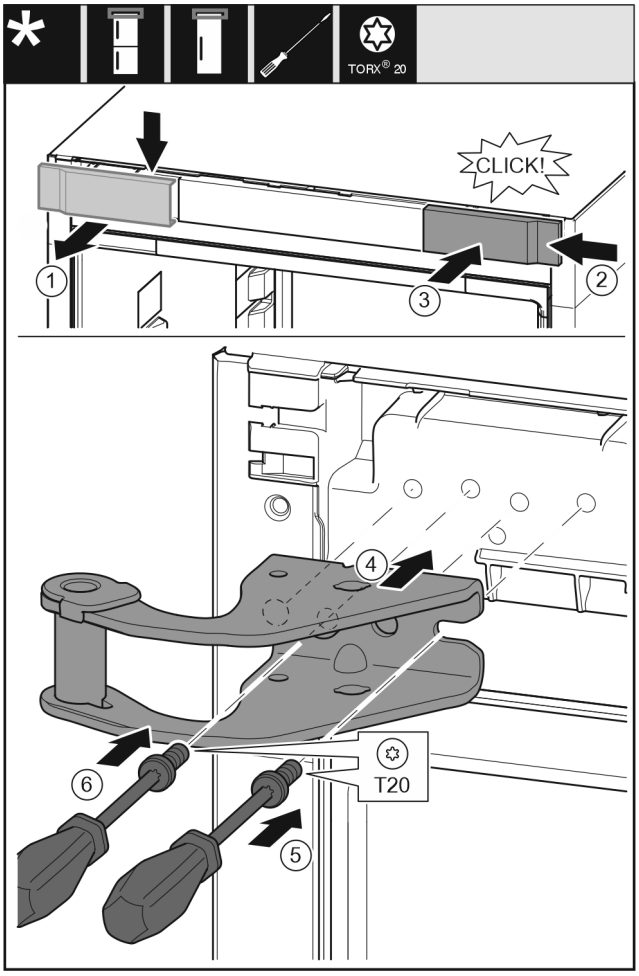

Fig. 14
▶ Abdeckung von oben nach vorne abnehmen. *Fig. 14 (1)*
▶ Abdeckung um 180° gedreht auf der anderen Seite von rechts einhängen. *Fig. 14 (2)*
▶ Abdeckung einrasten. *Fig. 14 (3)*
▶ Oberen Lagerbock ansetzen. *Fig. 14 (4)*
▶ Schraube mit Schraubendreher T20 ansetzen und festdrehen. *Fig. 14 (5)*
▶ Schraube mit Schraubendreher T20 einsetzen und festdrehen. *Fig. 14 (6)*